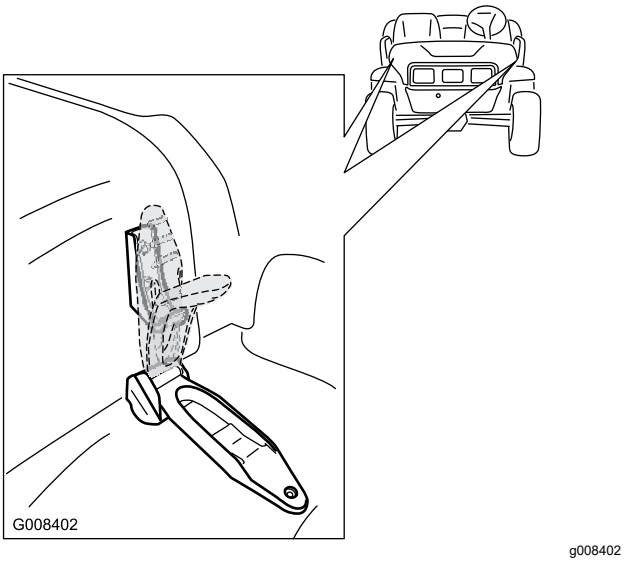

Figur 22
1. Løft gummilåsenes håndtag på hver side af motorhjelmen (Figur 22).
2. Fastgør motorhjelmen ved at placere gummilåsene på låseforankringerne på hver side af motorhjelmen (Figur 22).